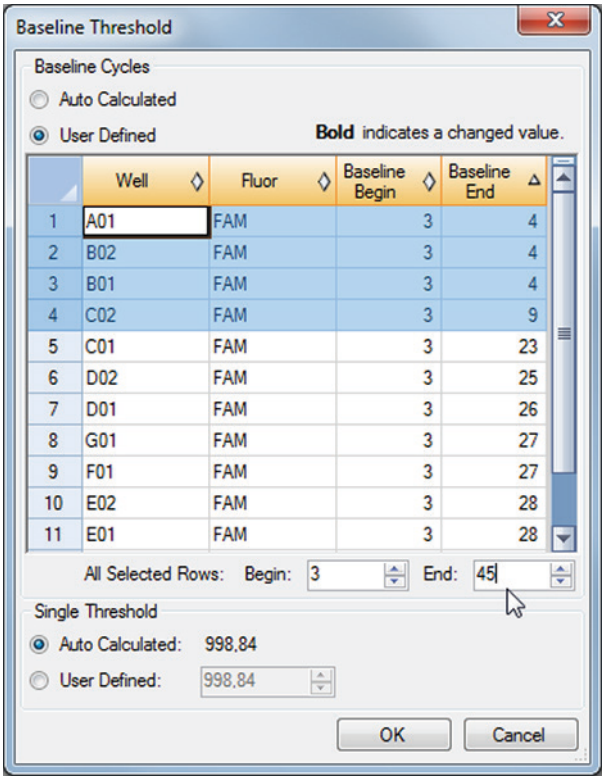

Figura 5: Cuadro de diálogo Baseline Threshold (umbral de línea de base)
3. En la barra de menú de la ventana Data Analysis (análisis de datos), haga clic en **Settings** → **Baseline Threshold…** (ajustes → umbral de línea de base...) para abrir el cuadro de diálogo Baseline Threshold (umbral de línea de base) (consulte la figura 5).
5. Seleccione todas las líneas que muestren un valor de **Baseline End** (final de línea de base) de 1 a 9 (consulte la figura 5).
6. Establezca el valor en el campo **End:** (final:) en 45 para las líneas seleccionadas (consulte la figura 5).
9. Repita los pasos del 3 al 7 para el canal de detección VIC™ (IC).